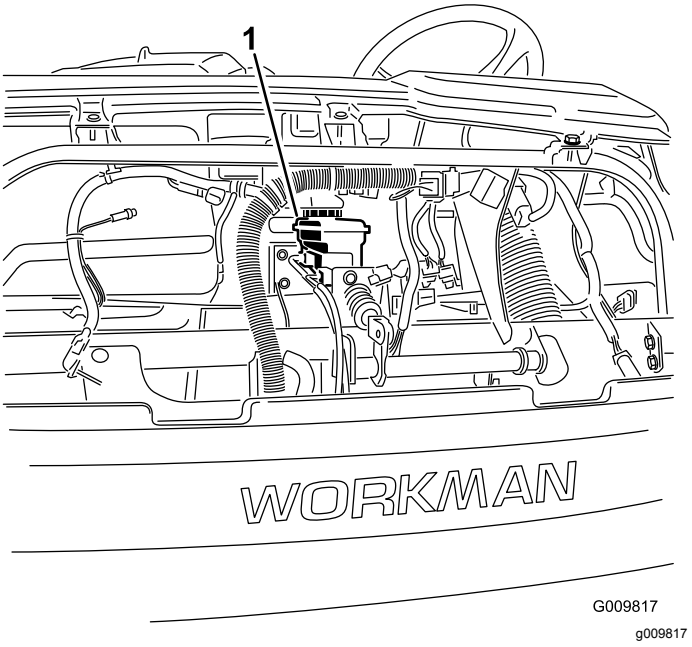

**Bild 56**
4. Öffnen Sie die Motorhaube, um an den Hauptbremszylinder und den Behälter zu gelangen (Bild 56).